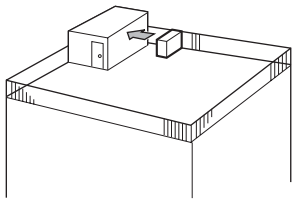

Fig. 2-3
① Face the air outlet towards the nearest available wall about 19-11/16 inch (500 mm) away from the wall. (Fig. 2-3)